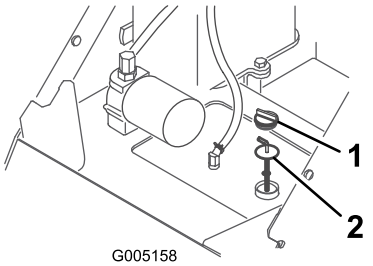

Rysunek 36
4. Wyczyść obszar wokół szyjki wlewu zbiornika oleju hydraulicznego (Rysunek 36).
5. Odkręć korek z szyjki wlewu i sprawdź poziom oleju na wskaźniku (Rysunek 36).